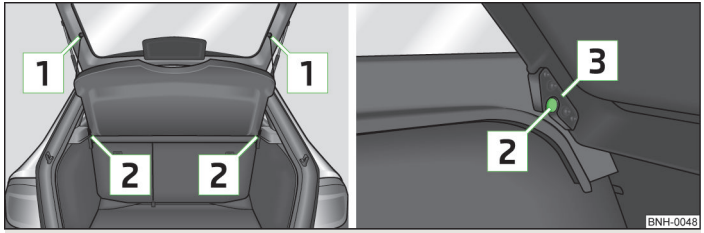

Fig. 41 **Removing the luggage compartment cover**
› Unhook the support straps 1 » Fig. 41.
› The mounts of the cover [3] » Fig. 41 must be positioned above the holders [2] of the side trim panel.
- The mounts of the cover [3] » Fig. 41 must be interlocked in the holders of the side trim panel [2].